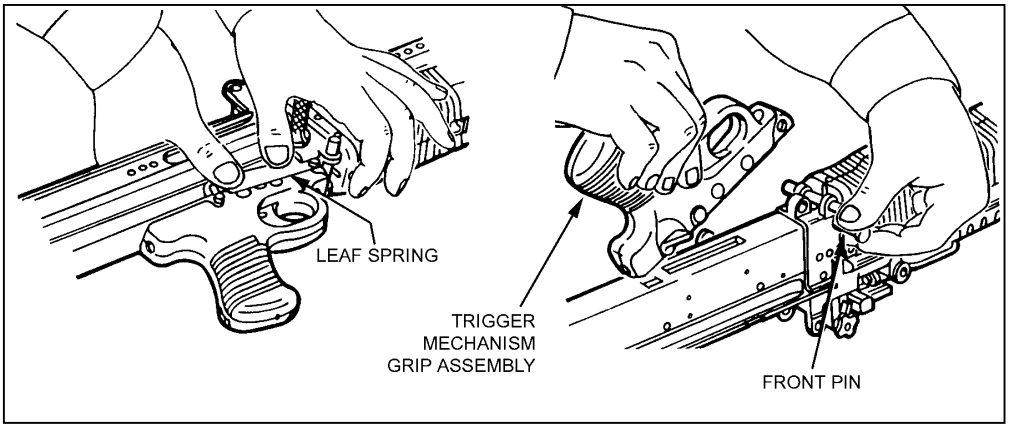

Figure 2-13. Removal of the trigger mechanism grip assembly.
e. **Removing the Trigger Mechanism Grip Assembly**. The gunner pushes in and removes the flat leaf spring. He pushes out the *front pin* and slides the trigger mechanism grip assembly slightly forward, then pulls it out to remove it (Figure 2-13).